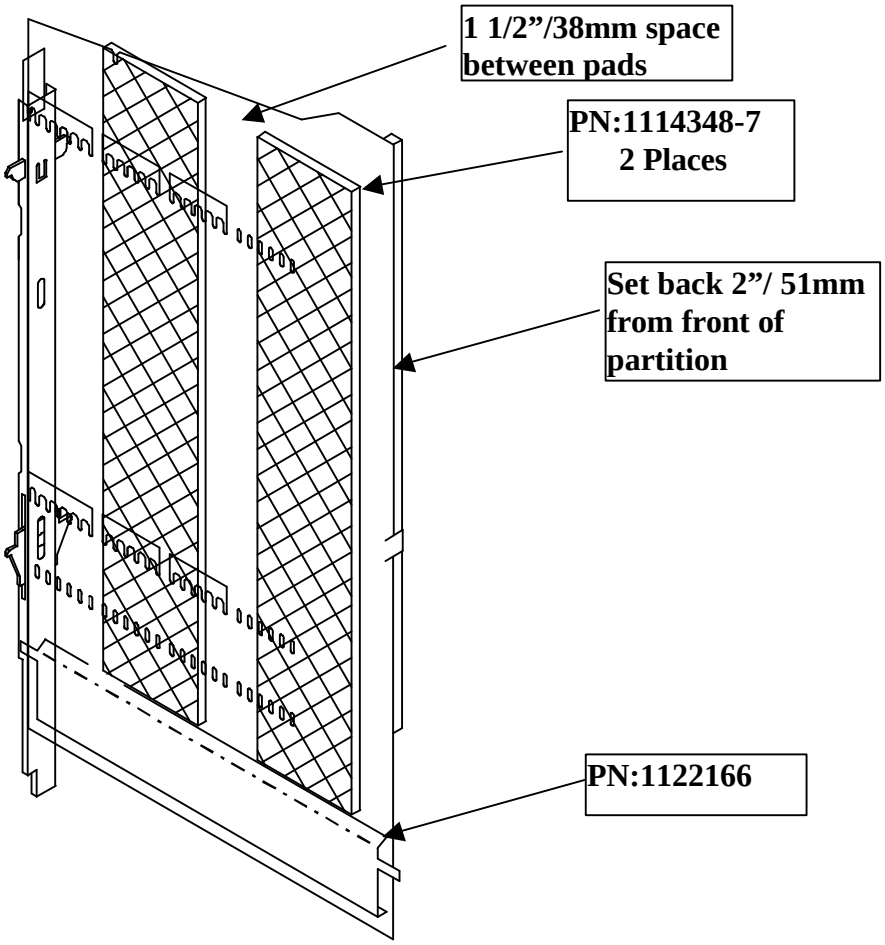

Figure 1
***Install magnetic column spacers into right side of partition above product side spacer (See Figure 1 for installation detail)**
Installation (see Figure 1)
Step #3 Install pkg. of two 43.5” long magnetic foam pads (P/N1114348-9) on the right side partition. Locate pads as shown in Figure 1 above the .74 product side spacer (P/N1122166)